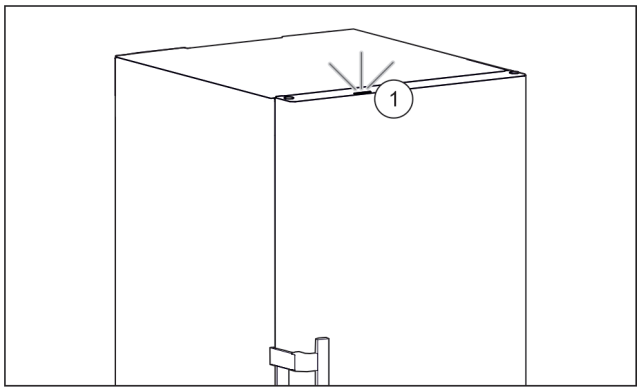

*Fig. 90 Actief statuslicht bij gesloten deur*
▷ Statuslicht *Fig. 90 (1)* is geactiveerd.